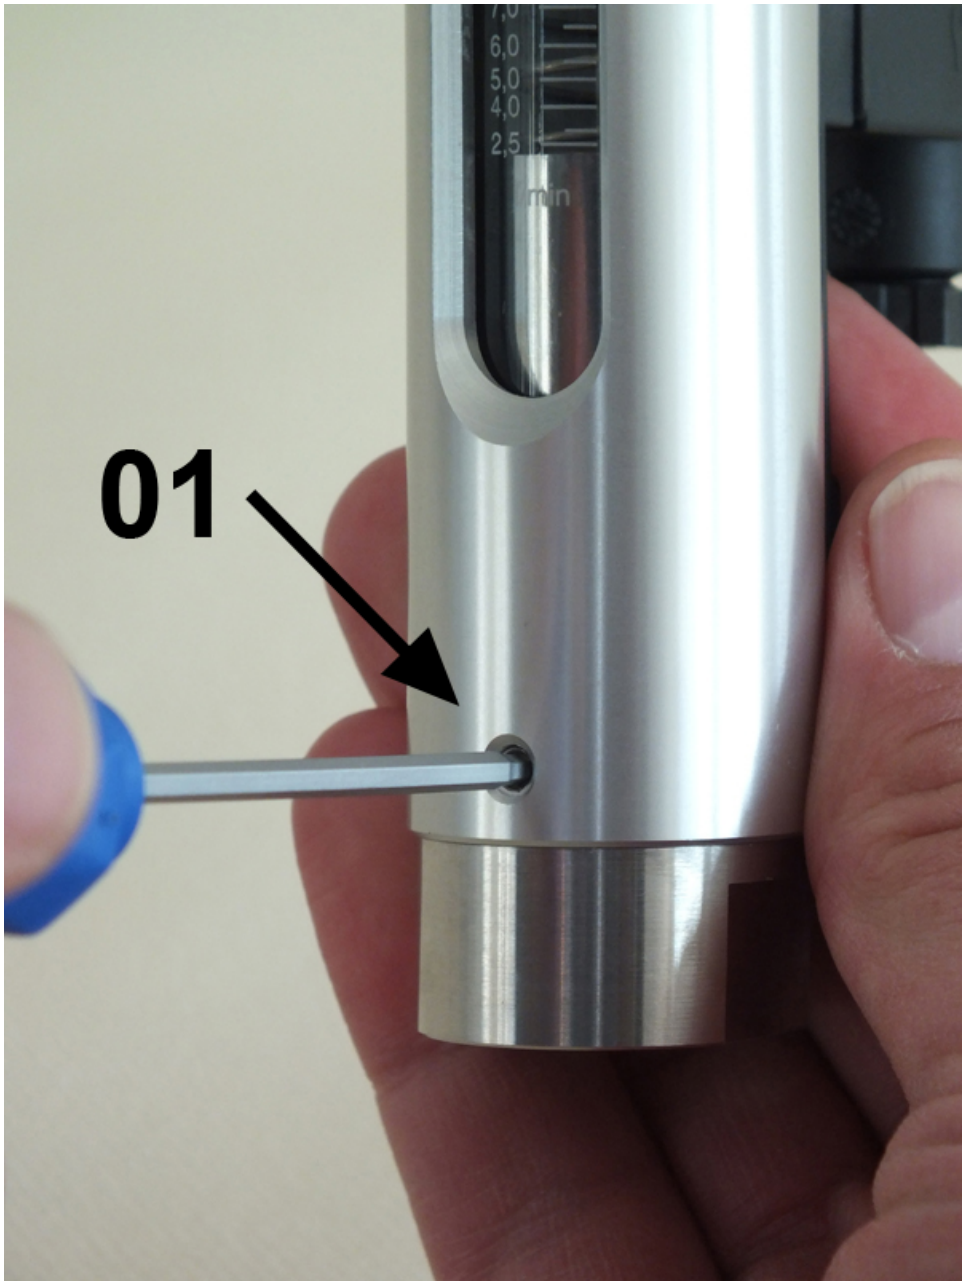

Abb. 47: Verschraubung (Eingang) befestigen
9. Verschraubung (Eingang) mit 3 Innensechskantschrauben (*Abb. 47*/01) an der Gerätehülse befestigen, dabei Drehmoment beachten